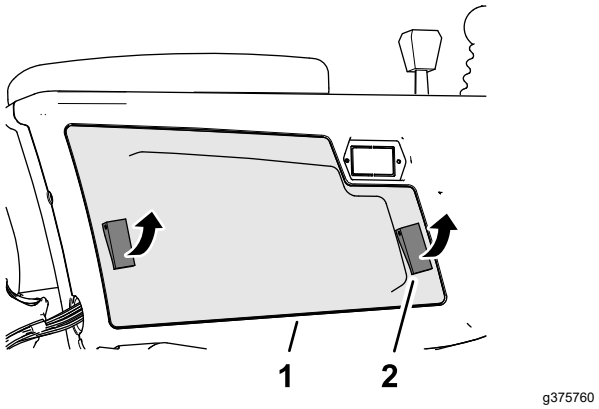

Figura 129
2. Deschidei cele 2 elemente de fixare care fixează capacul braului de control pe braul de control i îndepărtai capacul (Figura 129).